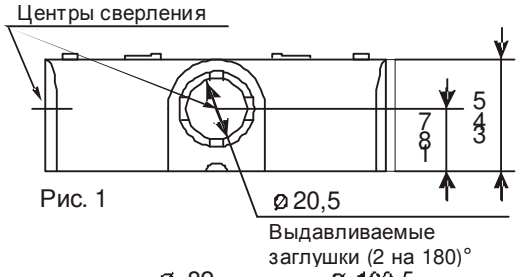

Рис. 1
2. Просверлите или выдавите соответствующие заглушки (см. Рис. 1).